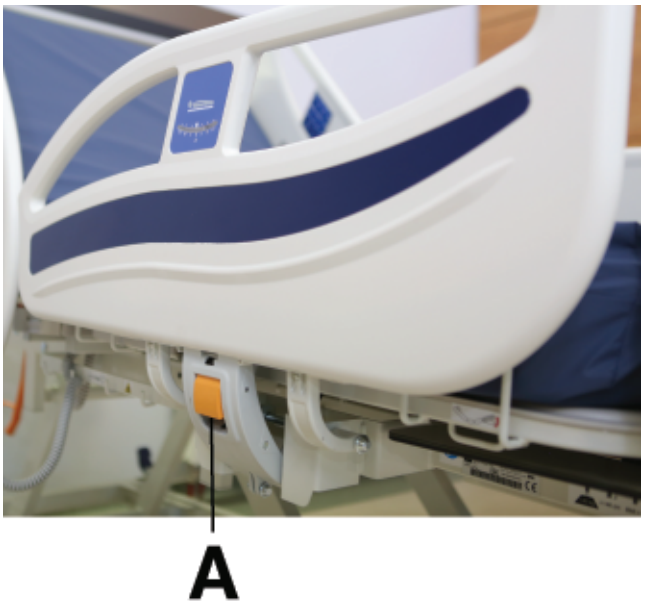

Abbildung 18 – Anheben und Absenken der Seitengitter
Zum Absenken der Seitengitter die gelbe Entriegelung (A) (Abbildung 18) anheben und das Seitengitter nach unten führen.